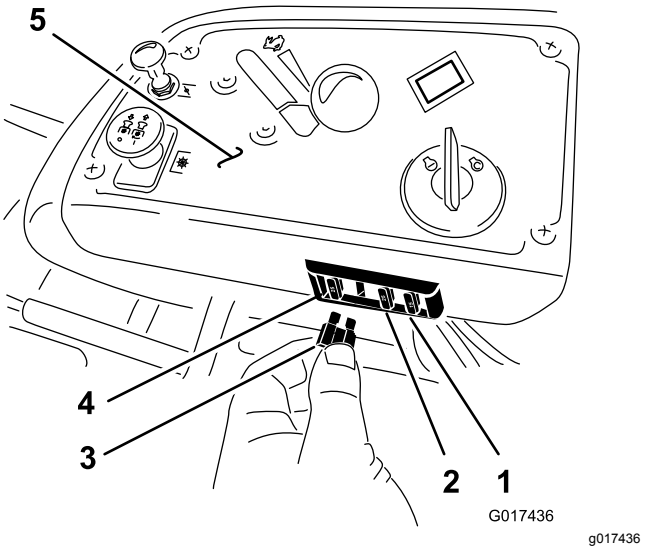

Figur 53
Sikringene befinner seg i den høyre konsollen ved siden av setet (Figur 53).
2. Sett inn en ny sikring (Figur 53).